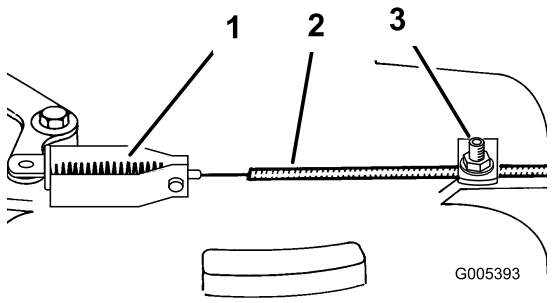

Figuur 33
3. Draai de kabelklemschroef los totdat de kabelgeleiding schuift (Figuur 33).